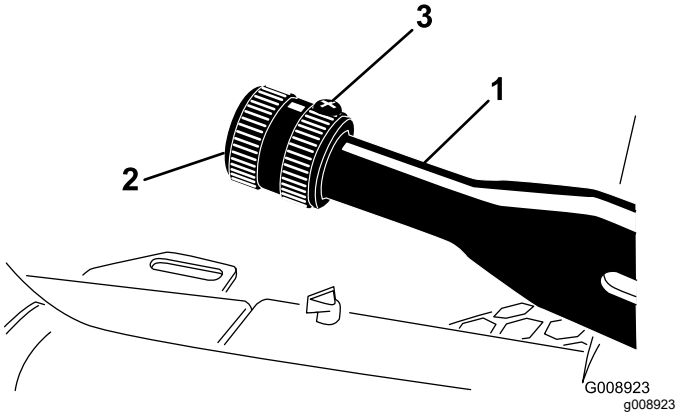

Figur 83
2. Lossa ställskruven som fäster ratten på parkeringsbromsspaken (Figur 83).